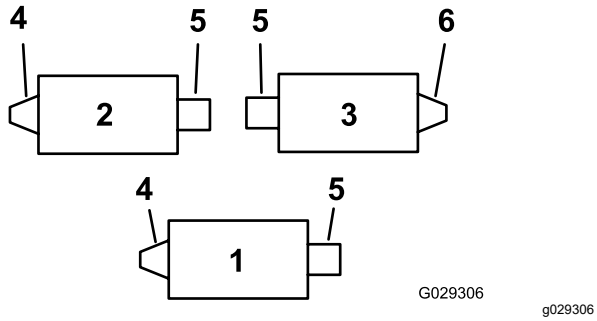
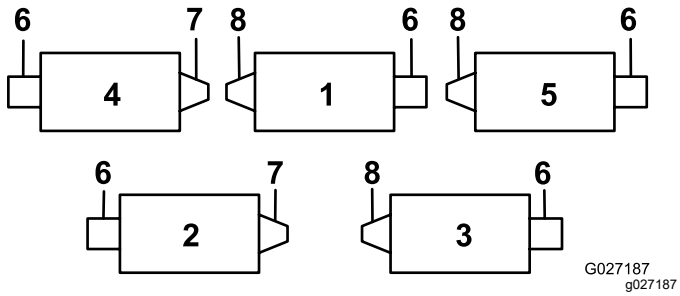
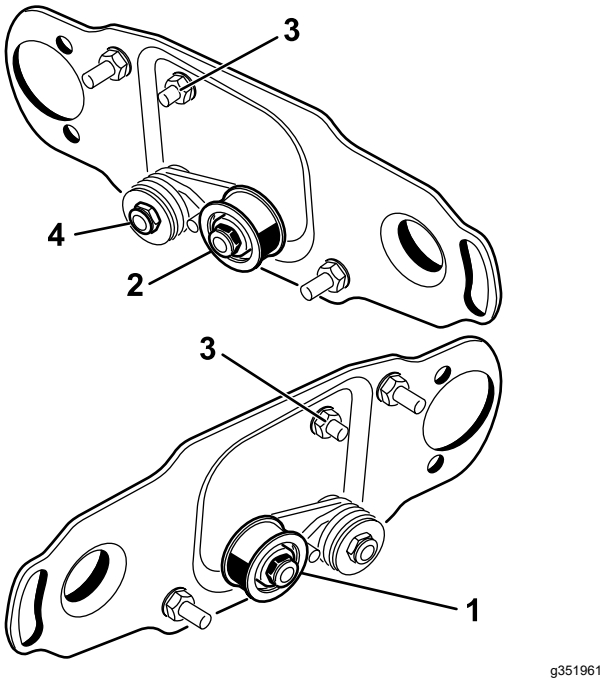

Figur 1
Figur 2
Figur 3
Använd Figur 1 för att bestämma rullborstarnas och cylindermotorernas placering för en Reelmaster 3100-D eller Figur 2 för en Reelmaster 7000-D.
Obs: De högra drivenheterna finns på Reelmaster 3100-klippenhet 3 (Figur 1) och Reelmaster 7000-klippenheterna 2 och 4 (Figur 2).
För höger bakre rullborstdrivning (Figur 1 och Figur 2) sätter du tillbaka mellanremskiveenheten på klippenhetens **högra sida** (Figur 3) så här:
1. Ta bort mellanremskiveenheten från klippenhetens vänstra sida och fäst den i det nedre hålet på borstplåten på klippenhetens högra sida (Figur 3).
2. Ta bort vagnsskruven och muttern och flytta dem till det övre hålet där mellanremskiveenheten tidigare satt (Figur 3).